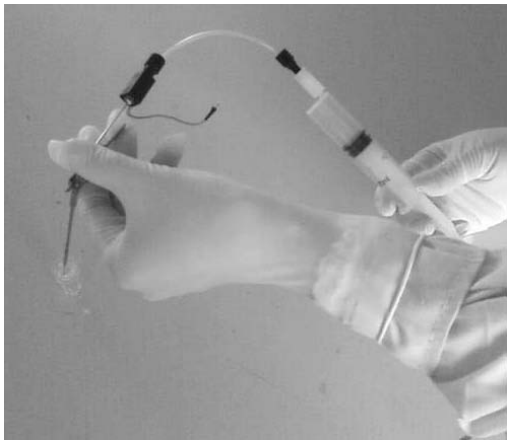

Figure 10-4-7
d)Connect the joint of an end of the needle cleaner with the joint of the probe well, as shown in Figure 10-4-7. Inject sodium hypochlorite detergent into a clean standard tube. Put the probe tip into the solution and pull the syringe piston to aspirate the detergent which should be discharged after it retains in the needle for 5 minutes. If the probe is still clogged, repeat the action of pulling and pushing the syringe piston after 5 minutes of immersing the probe in hot water.